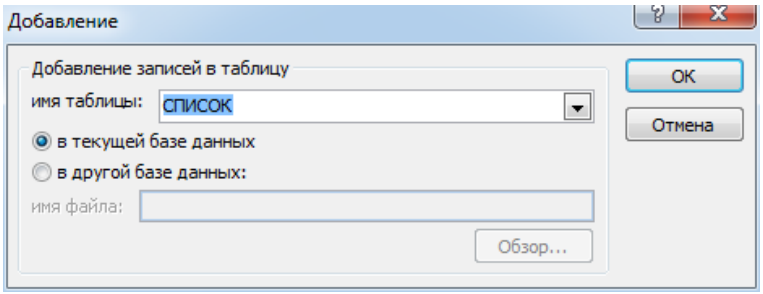

Рис. 4.29. Определение имени таблицы, в которую будут добавлены записи
4. При создании запроса указывается его тип. Для этого на вкладке *Конструктор* в разделе *Тип запроса* нажимается кнопка *Добавление*. В диалоговом окне *Добавление* выбирается таблица, в которую будут добавлены записи (рис. 4.29).